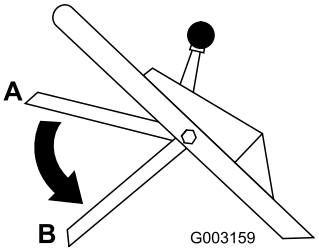

Figur 19
10. Släpp knivstyrstången, se läge B i Figur 19. Du ska höra en ”knall”. Kniven ska stanna inom tre sekunder.
2. För knivstyrstången till det lägsta läget (läge B i Figur 19).